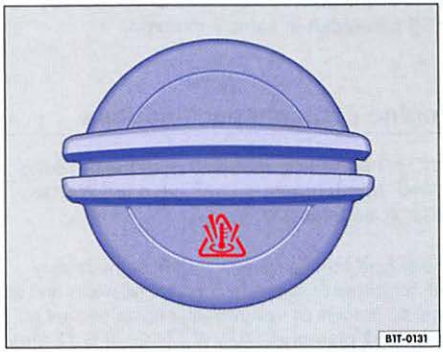

Fig. 132 Coolant expansion tank cap in the engine compartment.
- There is a symbol on the cap of the engine coolant expansion tank ⇒ fig. 132.